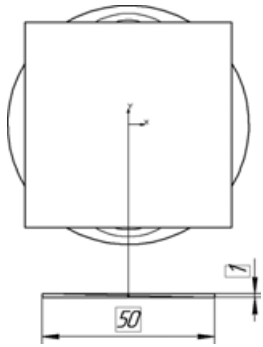

Рис. 6.30
- Измените значение размера высоты прямоугольника с 10 до 1, закройте эскиз (рис. 6.30).